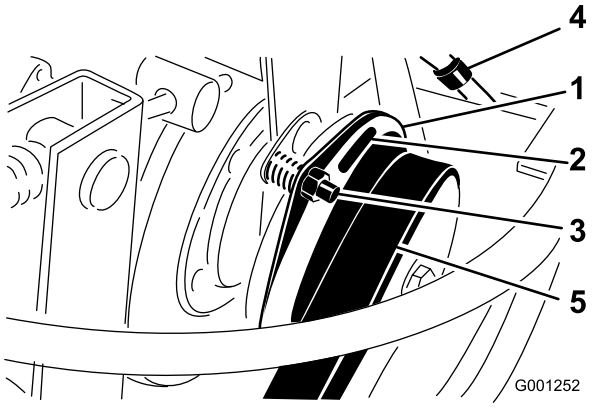

Figur 65
3. Juster mellemrummet, så en søgelære på 0,381 mm kan glide ind mellem koblingsbelægningen og friktionspladen med et let tryk (Figur 65). Mellemrummet kan reduceres ved at dreje justeringsmøtrikken med uret (Figur 65). Det maksimale mellemrum er 0,762 mm. Juster alle tre mellemrum.